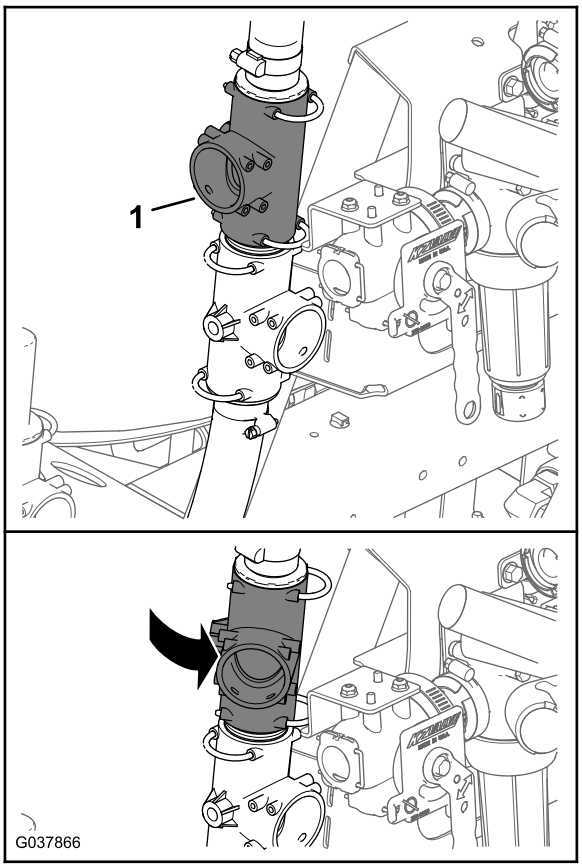

Figura 68
1. Gire el acoplamiento en T superior unos 35° en sentido antihorario (Figura 68).